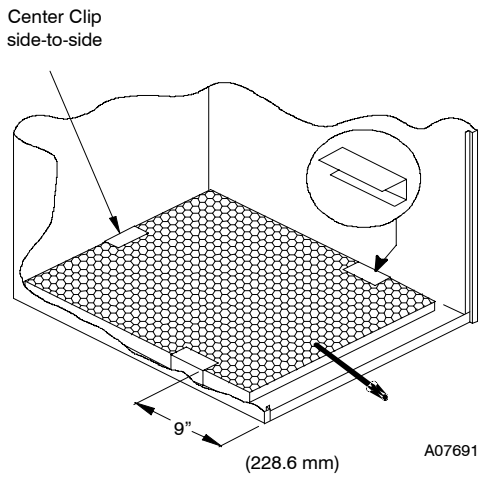

Fig. 2 - Bottom Filter Arrangement
3. Slide filter out of furnace (See Fig. 2 or 3.) .